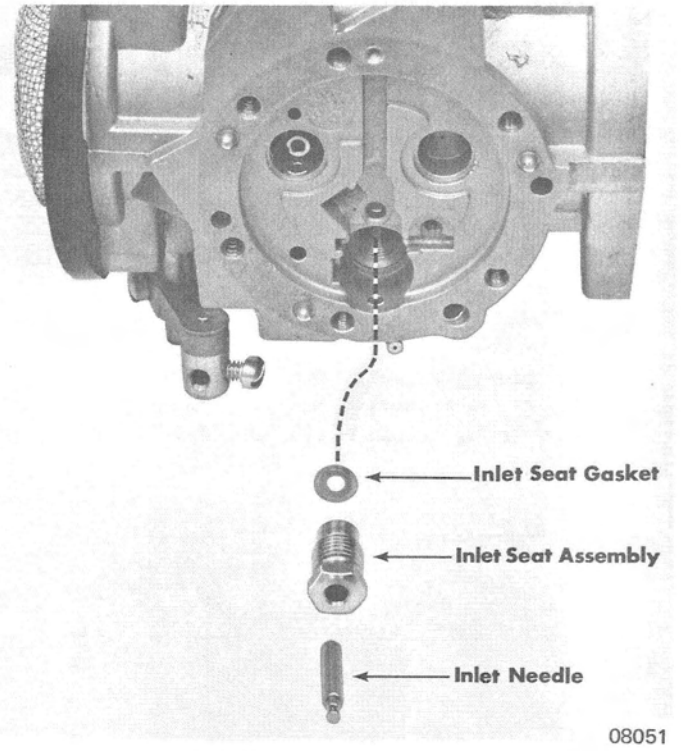

Figure 8. Inlet Needle Assembly
10. Pull inlet needle out of seat assembly. Remove inlet seat assembly and inlet seat gasket. (Figure 8)